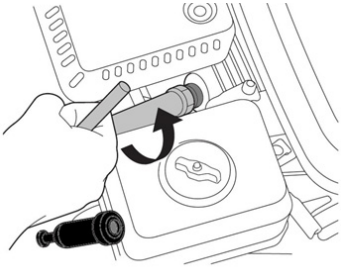

Рис. 27. Обслуживание свечи зажигания
2. Открутите свечу зажигания свечным ключом (Рис. 27).